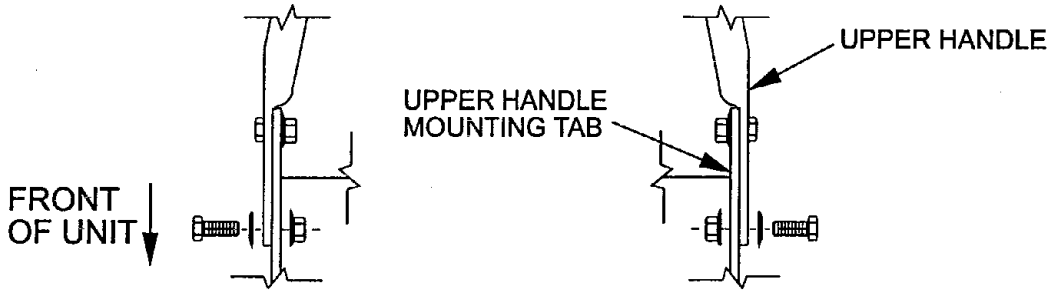

**FIG. 1**
3.9 Position the lower end of the handle assembly on the outside of the upper rear section of the fuel tank & handle support. Install four 3/8-16 x 1" bolts (with four spring disk washers against the head of each bolt) from the outside in. Secure using four 3/8" whizlock nuts on the inside of each handle support and tighten until the spring disk washers are flat (See Figure 1).